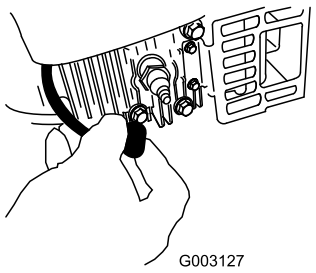

Figur 33
2. Koble fra tennpluggledningen fra tennpluggen (Figur 33) før du utfører vedlikeholdsprosedyrer.